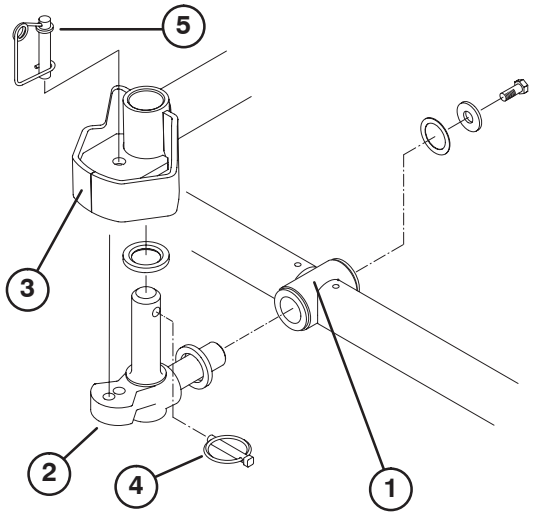

Figur 4
6. För på en tryckbricka på svängledets horisontella axel, så som det visas i figur 4.